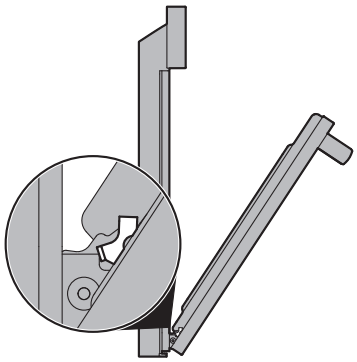

Figure 17: Removal position
3. Grasp the door by the sides, and close the door until the door frame makes contact with the unlocked hinges (Figure 17).
2. Hold the oven door at the same angle as the removal position (Figure 17) Carefully insert the hinge levers into the oven frame until you feel the hinge levers are seated into the hinge notches. The hinge arms must be fully seated into the hinge notches before the oven door can be fully opened.